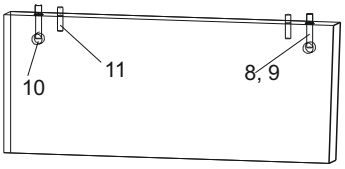

Рис.2
1. В детали 1 и 2 вставить эксцентрики 10 стрелками к торцевым отверстиям и в торцевые отверстия шканты 11 согласно рис.2.